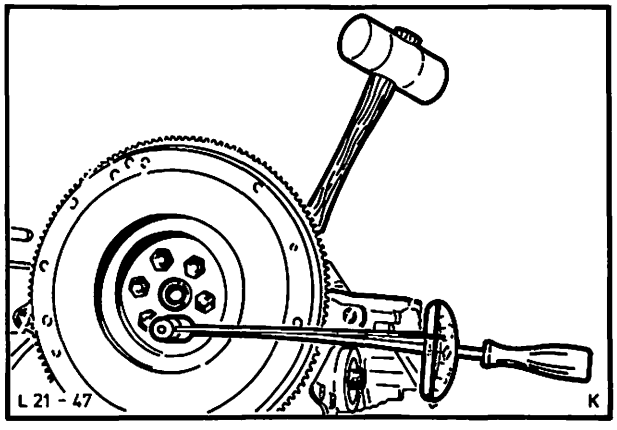

Abb. 62 Schwungscheibe anbauen
39. Schwungscheibe anbauen, Abb. 62, und mit vorgeschriebenem Drehmoment festziehen.